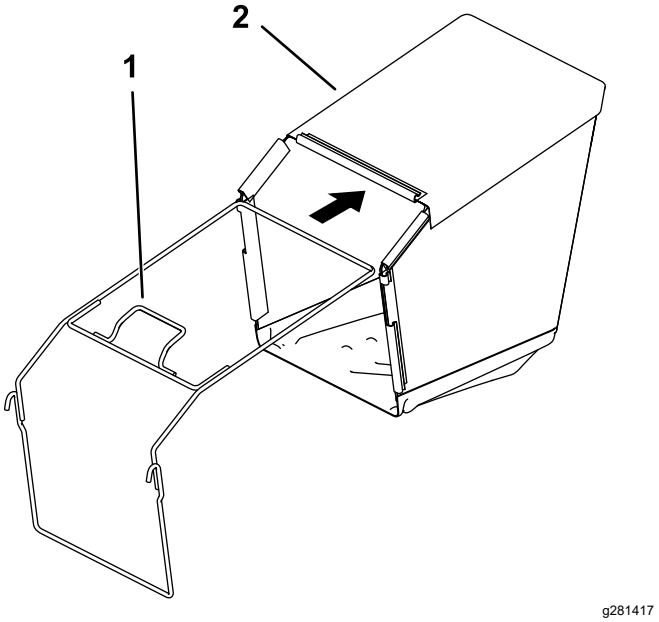

Figur 6
2. Sätt i ramen i gräsuppsamlaren och håll handtaget ovanför gräsuppsamlaren (Figur 6).